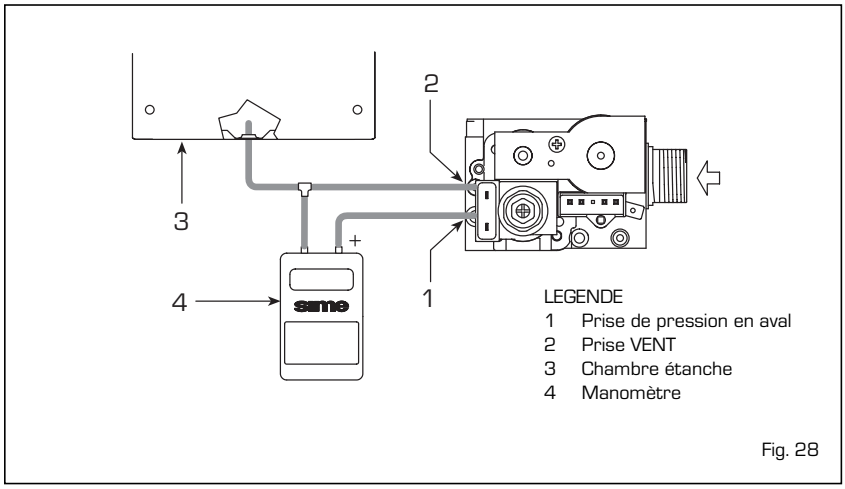

Fig. 28
- Relier la colonne ou un manomètre à la prise de pression en aval de la vanne gaz. Dans la version **"2560V"** monter le manomètre suivant les indications reportées sur la fig. 28.
- Retirer le capuchon en plastique du modulateur (1).
- En utilisant une clef fixe ø 10, tourner l'écrou (3) en recherchant la valeur de pression maximum comme indiqué **Tableau 4**: pour réduire la pression tour-
- En utilisant une clef fixe ø 9, tourner l'écrou (3) en recherchant la valeur de pression maximum comme indiqué **Tableau 4**: pour réduire la pression tourner l'écrou en sens inverse aux aiguilles d'une montre, pour augmenter la pression, tourner l'écrou dans le sens des aiguilles d'une montre.